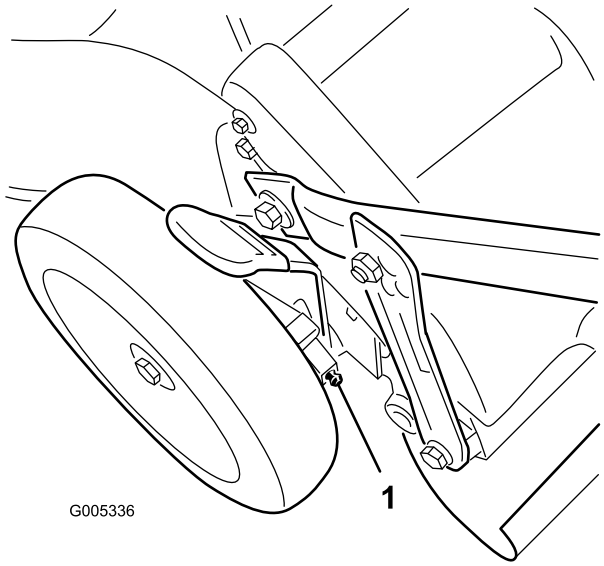

Figura 25
1. Con un cencio pulito tergete i raccordi d'ingrassaggio, situati appena all'interno delle ruote posteriori (Figura 25).